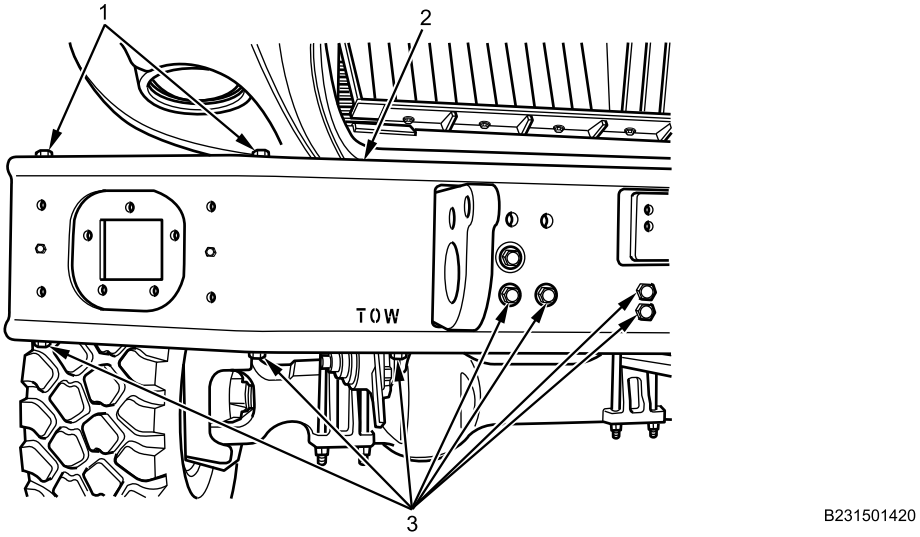

Figure 12. Right Side of Front Bumper.
7. Feed winch cable and roller fairlead through winch hole in bumper (Figure 12, Item 2).
8. With assistant, install front bumper (Figure 12, Item 2) on braces with four bolts (Figure 12, Item 1) and nuts. Do not tighten nuts and bolts.
9. Install 14 bolts (Figure 12, Item 3) on bumper (Figure 12, Item 2). Do not tighten bolts.
10. Align front bumper (Figure 12, Item 2) and tighten 18 bolts (Figure 12, Item 1 and 3) securely.